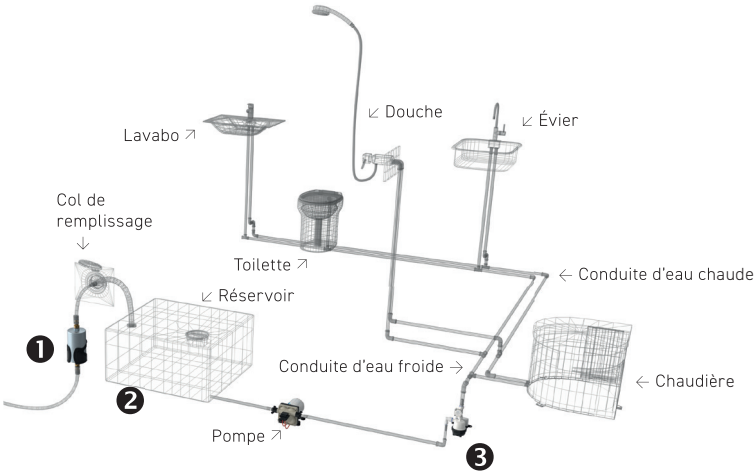

Figure 1 : Recommandation d'installation dans un système d'eau claire mobile
Comment exclure ces risques est illustré par la figure 1, un exemple pratique de la manière dont un système d'eau claire peut être exploité de manière hygiénique globale. Comme première étape, nous recommandons une préfiltration ❶ (ici: Filtre WM), ainsi qu'une conservation de l'eau (ici: Silvernet Flex) ❷. La conservation s'étend sur l'ensemble du système d'eau claire et réduit une recontamination ou contamination supplémentaire de l'eau pendant le stockage. Ensuite, l'eau passe par l'unité UV et est fraîchement désinfectée lors du prélèvement d'eau ❸. Un nettoyage/désinfection du système au moins annuel complète parfaitement l'exploitation hygiénique (voir aussi ***chapitre Nettoyage (p.83)***).